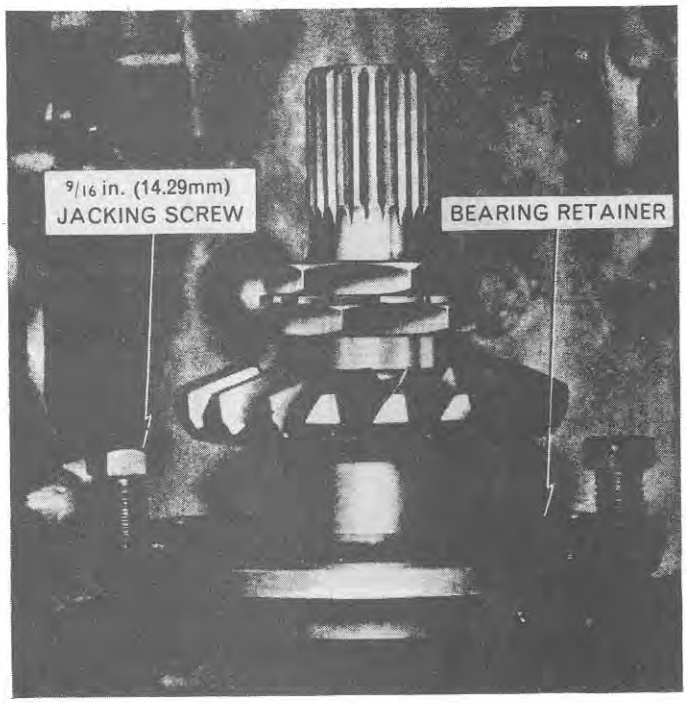

Figure 65
3. Remove the six bolts and lockwashers securing the drive pinion assembly to the rear axle centre housing and using two $\frac{9}{16}$ in. N.C. bolts as jacking screws remove the drive pinion assembly, Figure 65.